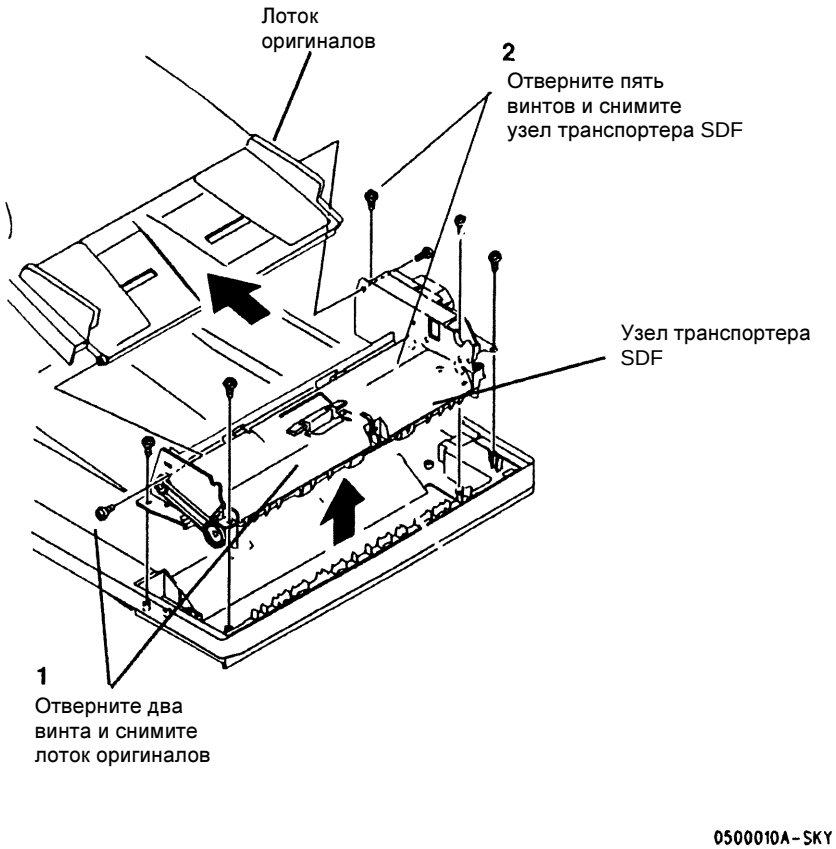

Рисунок 3 Снятие лотка оригиналов
3. (Рисунок 3): Снимите лоток оригиналов